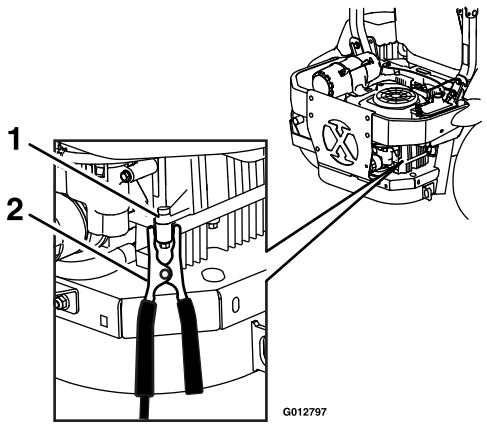

Figure 26
6. MAKE THE FINAL CONNECTION ON THE ENGINE BLOCK OF THE STALLED VEHICLE (NOT TO THE NEGATIVE POST) AWAY FROM THE BATTERY. STAND BACK (see Figure 26).